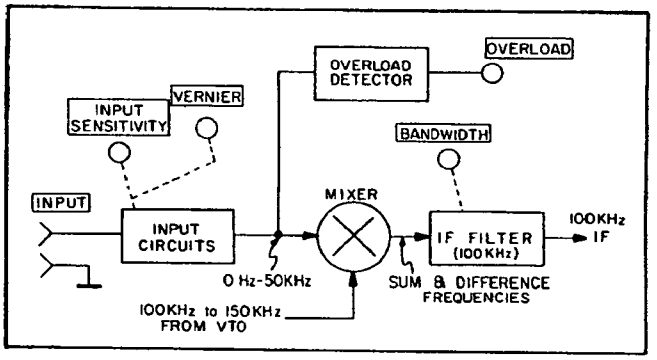

**Figure 3-13. Frequency Tuning.**
3-81. Refer to Figure 3-13 for the following discussion. The 3580A uses a hetrodyne technique where the 0 Hz to 50 kHz input signal is mixed with a 100 kHz to 150 kHz signal from a Voltage-Tuned Local Oscillator (VTO). To select a given frequency present at the input of the Mixer, the VTO frequency is tuned so that the difference between it and the frequency of interest is 100 kHz intermediate frequency (IF) is fed through the IF Filter, detected and applied to the vertical axis of the CRT display. Signals outside the pass band of the IF Filter are rejected. The BANDWIDTH setting determines the bandwidth of the IF Filter and thus, the selectivity of the instrument.